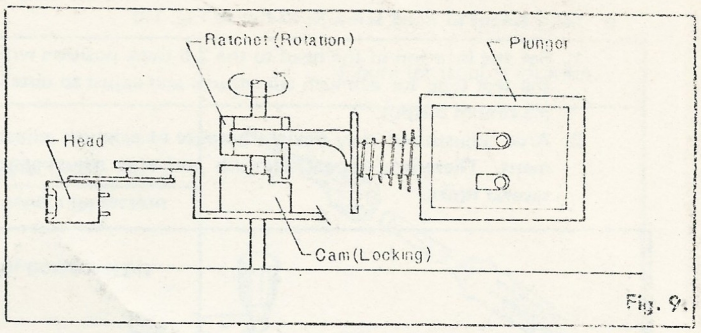

Fig. 9.
2. Fixed cam and ratchet rotating method (Refer to Fig. 9)